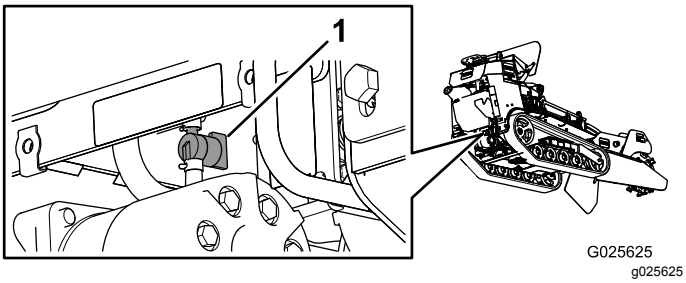

Figur 41
4. Vrid bränslekranen till det stängda läget (Figur 41).
5. Kläm ihop slangklämmans ändar på motorsidan av kranen och flytta den längs bränsleslangen, bort från ventilen (Figur 41).
6. Dra av bränsleslangen från ventilen (Figur 41).